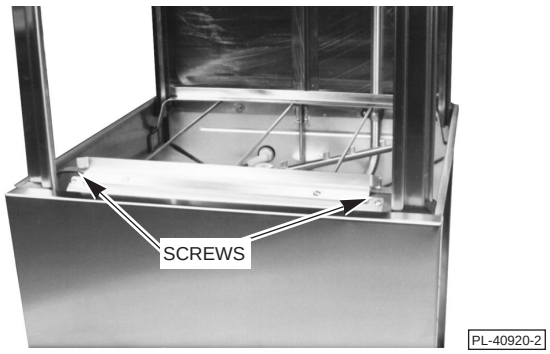

**Fig. 2**
2. Remove the two screws and nuts at the outer edges of the splash guard (Fig. 2).